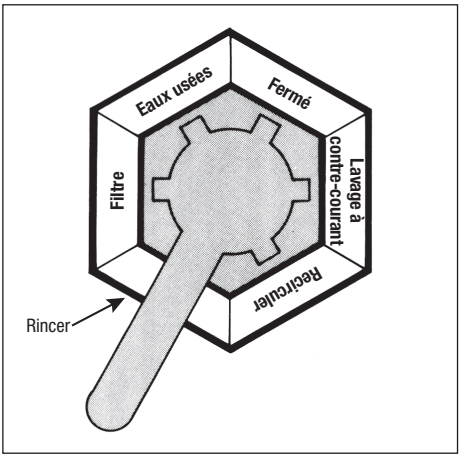

Figure 8. Positions de la poignée de la vanne de dérivation
1. Le débit d'eau à travers un filtre à TD est contrôlé par une vanne de lavage à contre-courant en option ou une vanne de dérivation à deux (2) ou trois (3) ports.
2. La poignée située au-dessus de la vanne de lavage à contre-courant ou de la vanne de dérivation peut être déplacée dans différentes positions. La fonction de chaque poste est décrite ci-dessous. Voir la Figure 8.
5. Voir la Figure 8 pour la disposition des grilles filtrantes dans l'ensemble de grille de filtre.